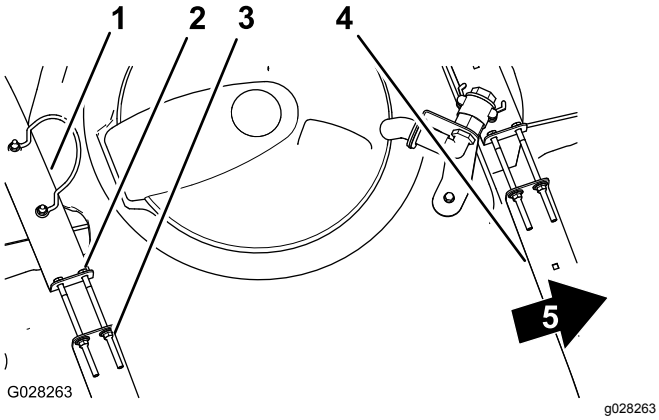

**Figuur 17**
2. Controleer of u de tankbanden op de tank kunt bewegen (Figuur 17).
3. Als de tankbanden te los om de tank heen zitten, draai dan de flensborgmoeren en de bouten bovenaan de banden aan tot de banden gelijk komen met het oppervlak van de tank (Figuur 17).